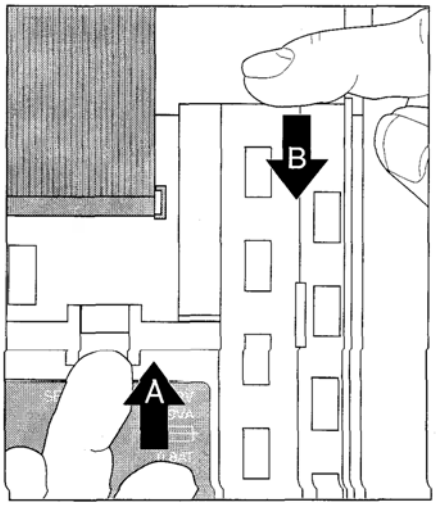

Рис. 15: Демонтаж оставшихся накопителей.
- Прижмите перегородку вверх одной рукой (**A**) и при необходимости извлеките остальные трубки (**B**) в следующем порядке: средняя, левая, правая (рис. 15).